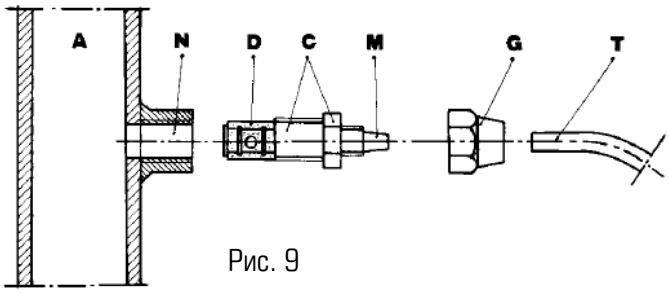

Рис. 9
g. – Выберите наиболее подходящее место для врезки в систему и установите в нем коннектор (или тройник) с внутренней резьбой 3/8" (BSPm). Данный коннектор (или тройник) не входит в комплект поставки насоса. Вкрутите в этот коннектор клапан впрыска реагента, как показано на рис. 9. Затем подсоедините шланг сброса к клапану впрыску и закрутите гайку **G**. В данной ситуации клапан впрыска реагента также выполняе т функцию невозвратного клапана (посредством цилиндрической муфты, установленной на клапане впрыска, выполненной из эластомера Viton, входящей в стандартный вариант поставки насоса).
3.1. СХЕМА УСТАНОВКИ КЛАПАНА ВПРЫСКА (Рис.9)